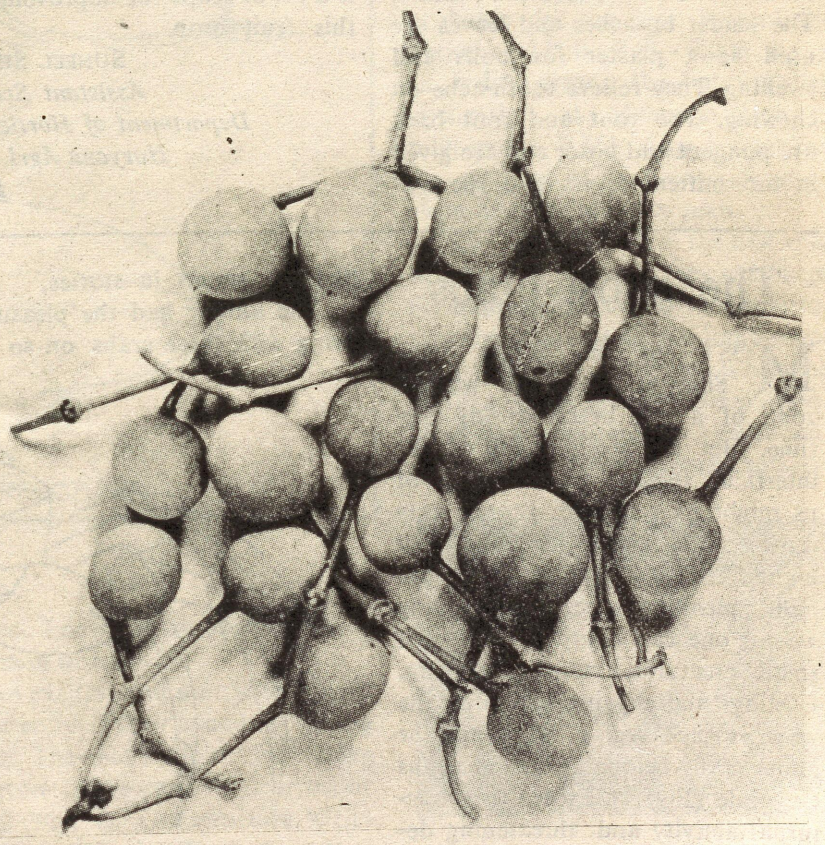

Fig. 2. Fruits of *ker*
In India, about 10 million people suffer from asthma and another 15 million from recurrent allergic rhinitis. It is now well established that of all the inhalent allergens responsible for such ailments, house dust is the major respiratory allergen in Indian conditions. Many patients report that dust makes their symptoms worst. Persons allergic to dust are usually allergic to house dust mites and mold spores. The mites of the genus *Dermatophagoides* have been shown to be the commonest arthopods present in the house dust of floor, mattresses, carpets and upholstered furnitures. The most important species of mites found in Indian house dust are *D. farinae* (DF) and *D. pteronyssinus* (DP) (Fig. 2). There are other species like *Acarus siro, Caloglyphus berlesei, Tyrophagus pytresventie* and *Glyciphagus domasticus* found in Indian house dust, which are also allergic. A single gram of house dust probably contains over 250,000 faeces particles (from about 2,000 mites). Physical properties of these particles are similar to those of pollen grains, they contain highly concentrated allergen (allergy-producing substances). In a recent study at K.G.'s Medical College, Lucknow, 60% of the patients attending the allergy clinic were found sensitive to house dust. Microscopical examination of the sputum of patients revealed the presence of mites which had probably entered the lungs or bronchi through inhalation of contaminated air or dust. 'Nocturnal attacks' occur commonly in patients of bronchial asthma. Much of the non-seasonal hay fever and perennial rhinitis are thought to be caused by house dust containing spores of fungi such as *Aspergillus niger, A. flavus, A. fumigatus, A. versicolar* and *Helminthosporium* spp., which grow indoors.